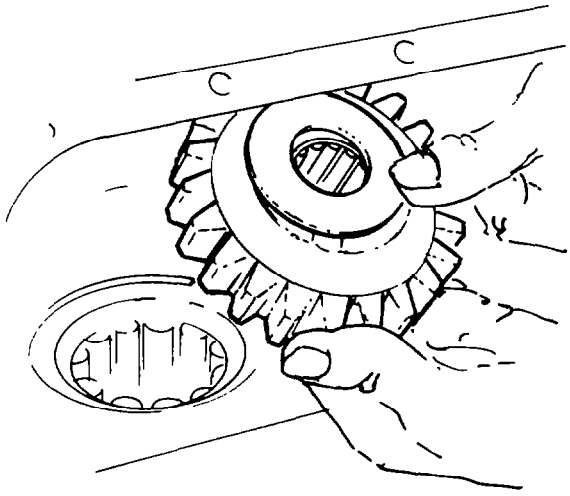

Fig. 191 — Installing Reverse Idler Gear Assembly
d. Assemble the bearings into the idler gears, then position the idler gears with thrust washers at each end in the case (rounded teeth of idler gears towards the front of transmission) (see fig. 191). Using a soft hammer tap the shaft into the case through the thrust washers and gears.